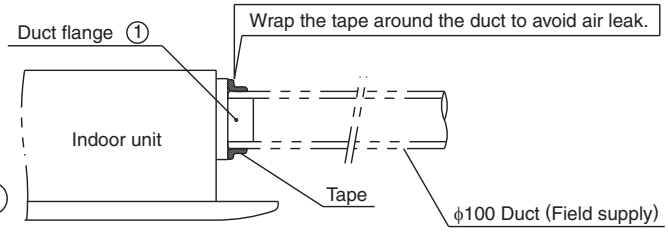

Fig. 4
❷ Installation procedures of duct <Nominal diameter of duct : ϕ100>
1. Connect the duct to the duct flange. (Flange fits inside the duct.) (Fig. 4)